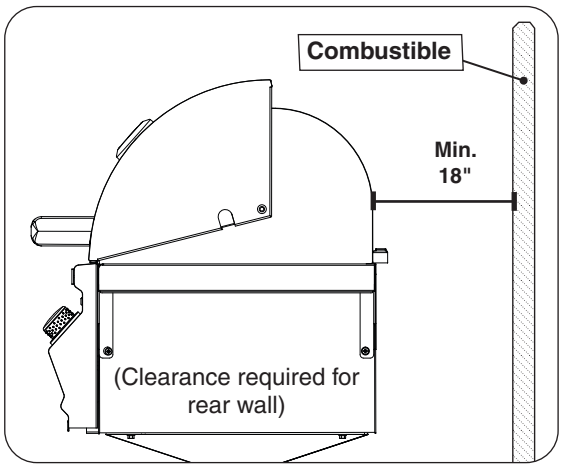

Fig. 9-3 Clearance '**B**' Diagram
- The unit must have a minimum clearance of 18" from the combustible rear wall (see Fig. 9-3).